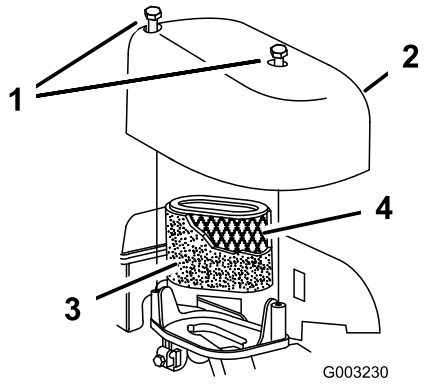

Figur 34
2. Lossa skruvarna som fäster luftfilterskyddet (Figur 34).